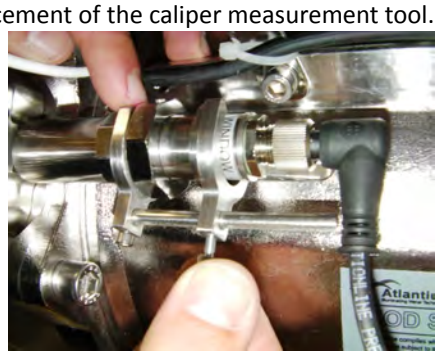

Figure 10-37: Measuring the UVIS sensor
Step 1. Place the measurement tool on the UVIS sensor as show in Figure 10-37 below. Use the screw to adjust the placement of the caliper measurement tool.